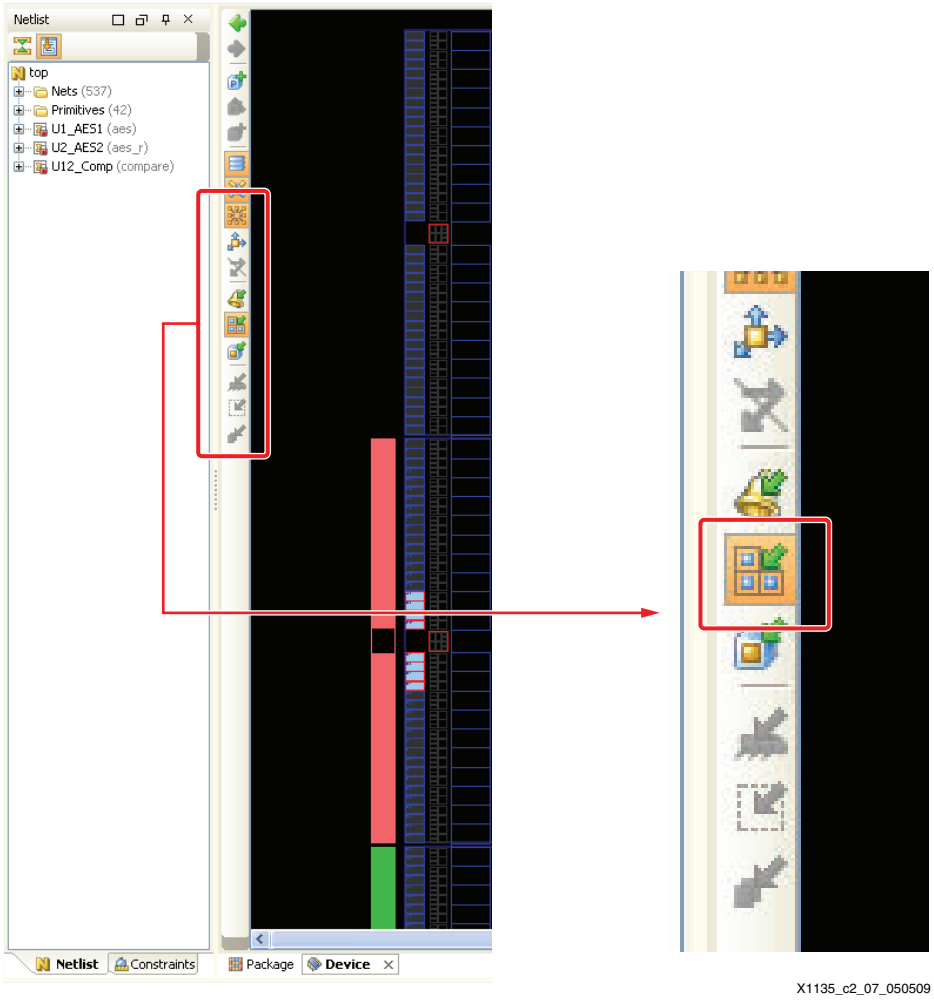

Figure 3-7: **Select Site Constraint Mode Symbol**
1. Select the symbol shown in Figure 3-7 that is on the vertical shortcut bar between the netlist window and the device window.